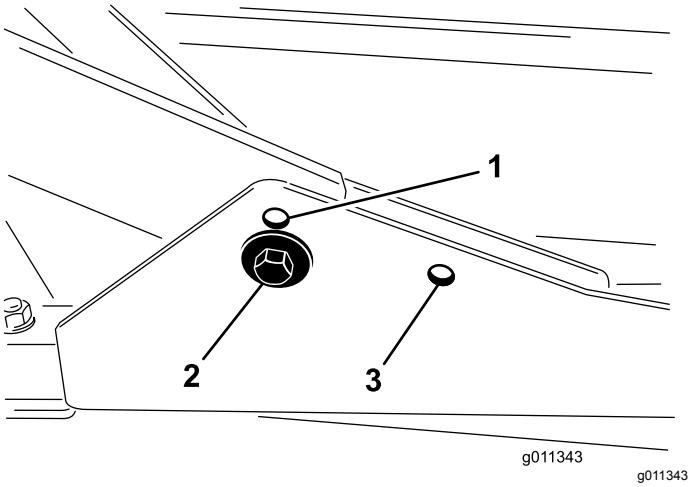

Figur 7
- For klippehøyde på mellom 2,0 og 7,6 cm, monter den fremre bærerammen i de nedre monteringshullene foran (Figur 7).
- For klippehøyde på mellom 6,3 og 10 cm, monter den fremre bærerammen i de øvre monteringshullene foran (Figur 7).
For alle klippehøyder, monter den bakre klippeenheten i bakre monteringshull (Figur 7).